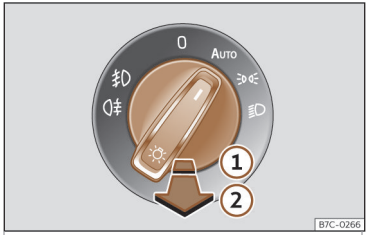

Fig. 88 Tablero de instrumentos: mando de las luces.
- **Encender los faros antiniebla** ⇶: tire del conmutador de las luces hasta el primer encastre››› fig. 88 (1), desde las posiciones ≋, ≣ o bien **AUTO**.
- **Encender luz trasera antiniebla** ⇵: tire del conmutador de las luces por completo (2) desde la posición ≋, ≣ o bien **AUTO**.